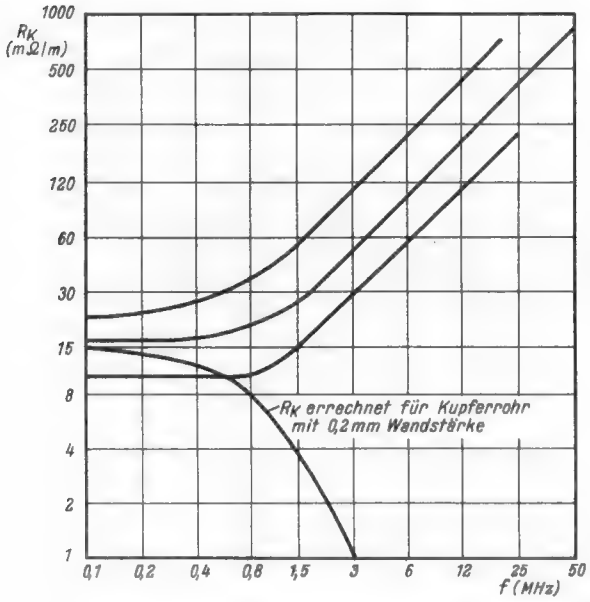
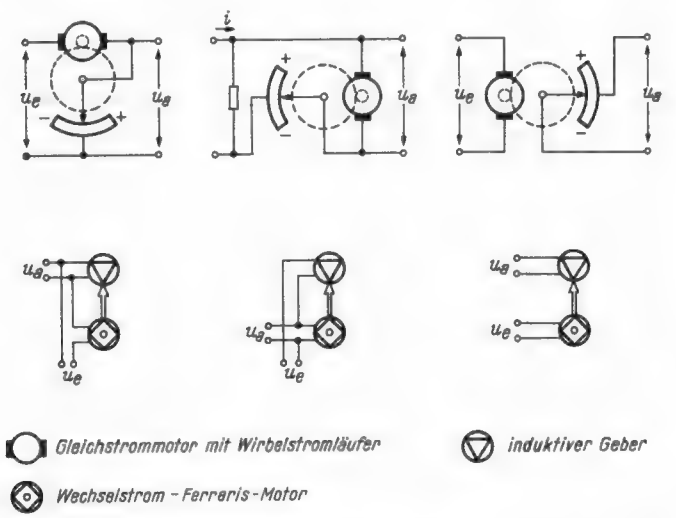
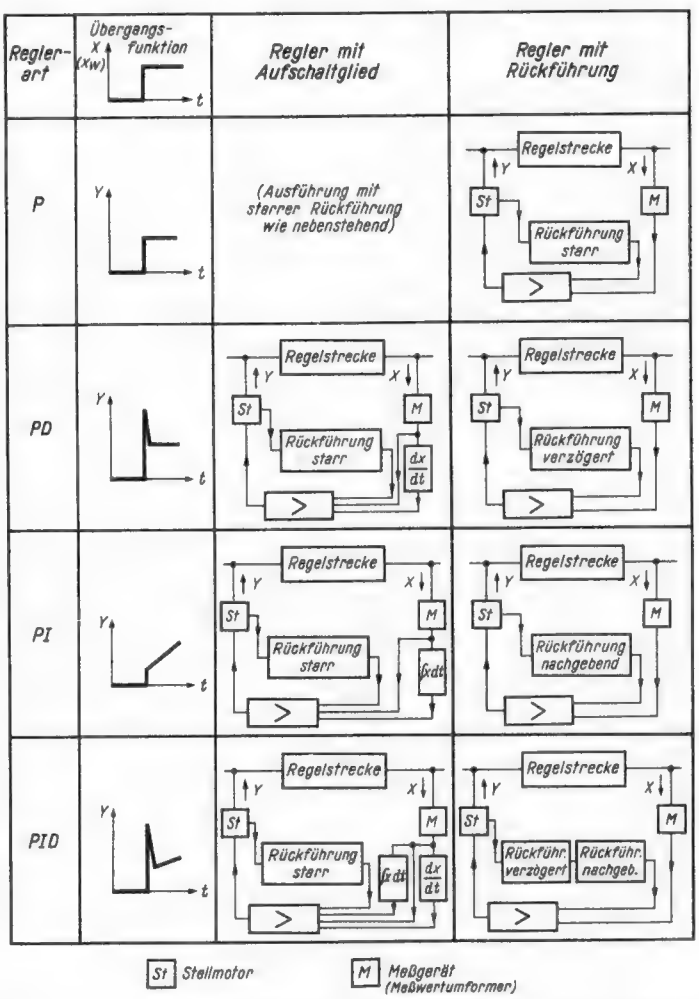
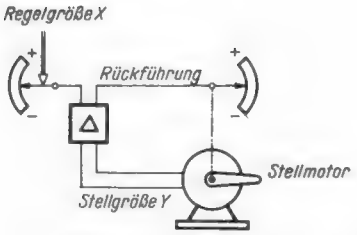

Bild 4. Kopplungswiderstand einiger Geflechte aus 0,2-mm-Kupferdraht im Vergleich zu den theoretischen Werten für ein Massivrohr mit 0,2 mm Wandstärke
Bild 9. Technische Ausführungen von Zeitgliedern mit Gleich- und Wechselstrommotoren und Potentiometern und induktiven Gebern
Bild 10. Übersicht der Kombinationsmöglichkeiten für zusammengesetzte Regler.
Bild 11. P-Regler mit starrer Rückführung
Interessant sind die Ergebnisse solcher Messungen, von denen einige für Geflechte aus 0,2 mm starken Drähten in *Bild 4* zusammengestellt sind. Die Kurven haben einen ziemlich ähnlichen Verlauf. Der Kopplungswiderstand ist bei tiefen Frequenzen (0,1 MHz) annähernd gleich dem Gleichstromwiderstand. Er wächst mit steigender Frequenz zunächst langsam an und nimmt
Die drei Kurven in Bild 4 stellen Kabel mit gleichen Abmessungen, jedoch unterschiedlicher Steigung der um das Kabel herumgeflochtenen Drähte dar. Dabei entsprechen kleinen Steigungswinkeln große Induktivitäten. Dies erscheint auch einleuchtend, denn bei einem kleinen Steigungswinkel sind die Drähte des Geflechtes schraubenförmig in Art einer Spule um das Kabel herum geflochten. Daneben ist selbstverständlich die Dichte des Geflechtes ausschlaggebend. Es darf für einwandfreie Abschirmung nicht zu locker sein, also zu große Zwischenräume zwischen den einzelnen Drähten zeigen.
Im Vergleich dazu ist in Bild 4 noch der Verlauf des Kopplungswiderstandes für ein massives Kupferrohr mit 0,2 mm Wandstärke angegeben. Infolge des Hauteffektes, d. h. der geringen Eindringtiefe von Strömen bei höheren Frequenzen, ist bei ihm die Abschirmwirkung bei hohen Frequenzen besser als für niedrige. Leider jedoch ist dies technisch nicht auswertbar, da massive Kupferrohrmäntel nicht biegsam sind.
In Regelanlagen mit elektrisch arbeitendem Regler und einer irgendwie mechanisch arbeitenden Regelstrecke (Rohrleitung mit Gas- oder Flüssigkeitsstrom z. B.) werden aber meist Potentiometer oder induktive Geber als Meßgeräte und Gleich- oder Wechselstrommotoren als Stellmotoren verwendet. In solchen Regelanlagen, in denen die Verstellzeit (genormt Stellzeit T_y) verhältnismäßig groß (gegenüber den vorher genannten Reglern in Hf-Geräten) ist und von ungefähr einer Sekunde bis zu einigen Minuten dauern kann, werden als zeitabhängige Glieder meist Kombinationen aus Motor und induktivem Geber oder Motor und Meßpotentiometer verwendet (9, 10). Voraussetzung hierbei ist es, daß besonders hier nur Motoren mit linearer Spannungs-Drehzahlkennlinie (5) benutzt werden. *Bild 9* zeigt für beide Kombinationsmöglichkeiten die Ausführungen als verzögerte, Differentialquotienten- und als Integralgeber. Welche Reglerart, für Gleichstrom mit Meßpotentiometern oder für Wechselstrom mit induktiven Gebern, verwendet wird, das hängt allein von praktischen Erwägungen ab. Während bei dem Gleichstromsystem Verstärker nach Art der bolometrischen, lichtelektrischen oder Wechselstrom-Verstärker mit Wiedergleichrichtung (11) verwendet werden, ist die Verstärkung beim Wechselstromsystem mittels normaler Röhrenverstärker oder mit Hilfe von Transduktoren (magnetischen Verstärkern) möglich. Die von der Regelstrecke aufzubringenden Drehmomente zum Verstellen des Meßpotentiometers oder des induktiven Gebers an der Stelle des Meßgerätes im Regelkreis (siehe Bild 4) betragen beim Potentiometer 0,1 bis 0,4 cmg (12) und beim induktiven Geber 0,2 cmg (9).
Mit den in Bild 9 gezeigten Erweiterungselementen kann man nunmehr die Übergangsfunktionen der in Bild 6 gezeigten einfachen Regler kombinieren und erweitern. *Bild 10* zeigt die hierfür gegebenen Möglichkeiten als Blockschaltbild. Will man z. B. aus einem I-Regler einen P-Regler machen, dann wird eine sogenannte *starre Rückführung* eingefügt (*Bild 11*). Vom Verstellmotor wird hierbei ein zweites Potentiometer verstellt, das also gewissermaßen die jeweilige Stellung des Stellgliedes elektrisch abbildet. Die hieran abgenommene Rückführspannung wird der Eingangsspannung direkt (starr) entgegen geschaltet, und sie bezweckt, daß die Wirkung des Kraftschalters vermindert wird. Solche starren Rückführungen bewirken in jedem Falle eine proportionale Arbeitsweise des Reglers; die Regelgeschwindigkeit wird erhöht und eine evtl. Instabilität vermieden, da ja ein durch den Schwung bedingtes Weiterlaufen des Motors über den Sollwert hinaus (beim I-Regler leicht möglich) vermieden wird, weil die Spannung am Verstellmotor abnimmt, je näher dieser das Verstellglied in die Soll-Lage gebracht hat. Solche starren Rückführungen werden gleichermaßen bei potentiometrischen oder induktiven Gebern angewendet.